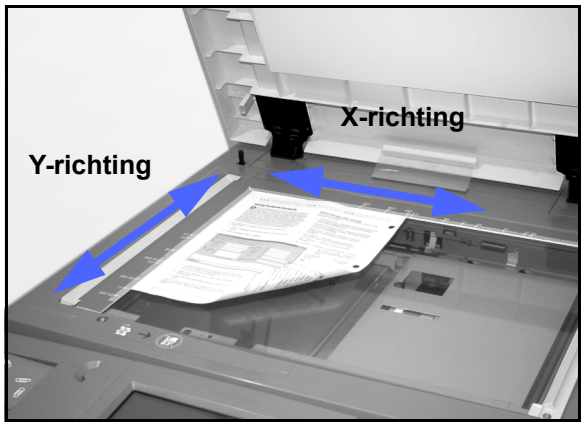

Figuur 18: De X- en Y-richting op de glasplaat
- De richtingen X en Y worden bepaald ten opzichte van de registratiepijl op de glasplaat (zie figuur 18). De X-richting loopt altijd langs de lange rand en de Y-richting langs de korte rand van de glasplaat. De richtingen X en Y op de glasplaat blijven altijd gelijk, ongeacht de richting waarin het origineel op de glasplaat wordt geplaatst (tegen de lange rand of tegen de korte rand)